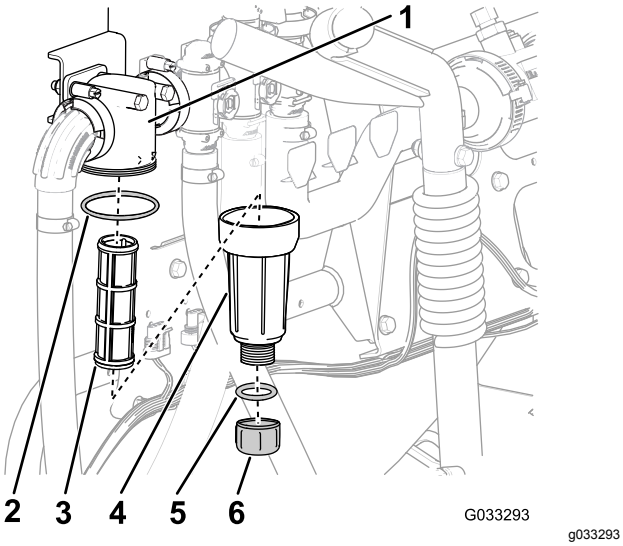

Rysunek 60
2. Umieść miskę drenażową pod filtrem ciśnieniowym (Rysunek 60).
3. Obracaj korkiem spustowym w lewo i odkręć go od miski filtra ciśnieniowego (Rysunek 60).
4. Obracając miską w lewo, odkręć ją od głowicy filtra (Rysunek 60).
5. Wyjmij stary wkład filtra ciśnieniowego (Rysunek 60).
6. Sprawdź pierścień o-ring korka spustowego (wewnątrz miski) i pierścień o-ring miski (wewnątrz głowicy filtra) pod kątem uszkodzeń i zużycia (Rysunek 60).
7. Włóż nowy wkład filtra ciśnieniowego do głowicy filtra (Rysunek 60).
8. Zainstalować miskę na głowicy filtra i dokręcić ją ręcznie (Rysunek 60).
9. Wkręć korek w miskę i dokręć ręcznie (Rysunek 60).